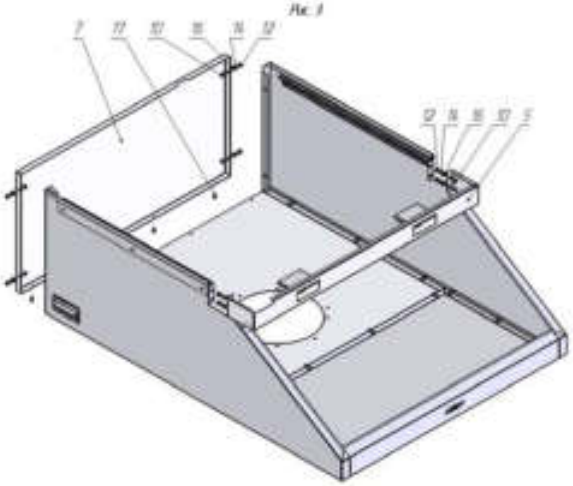

Рис. 4
3.3.5. Установить каркас зонта в вертикальное положение, как показано на Рис. 4. Фиксатор поз. 8 (Рис. 4) надеть на патрубок выходной поз.6 (Рис. 4) и соединить с каркасом зонта комплектом крепежа поз. 11, поз. 13, поз. 15 (Рис. 4).
3.3.6. При наличии комплекта вентилятора КВ-230 (заказывается дополнительно) его установку производить согласно Рис. 4. Комплект вентилятора разместить внутри зонта. Раскрутить крепеж фиксатора, совместить отверстия решетки вентилятора с отверстиями в крышке зонта и зафиксировать, затянув крепеж.